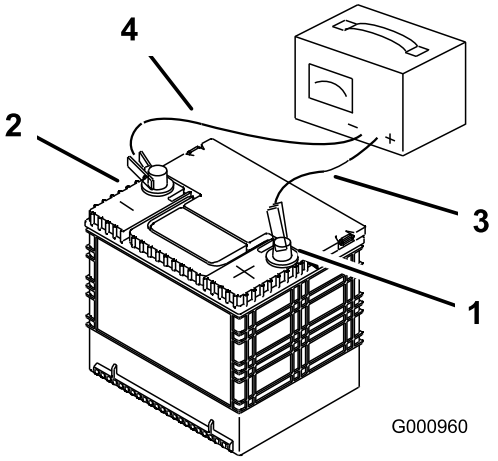

Figura 45
2. Cuando la batería esté completamente cargada, desconecte el cargador de la toma de electricidad, luego desconecte los cables del cargador de los bornes de la batería (Figura 45).